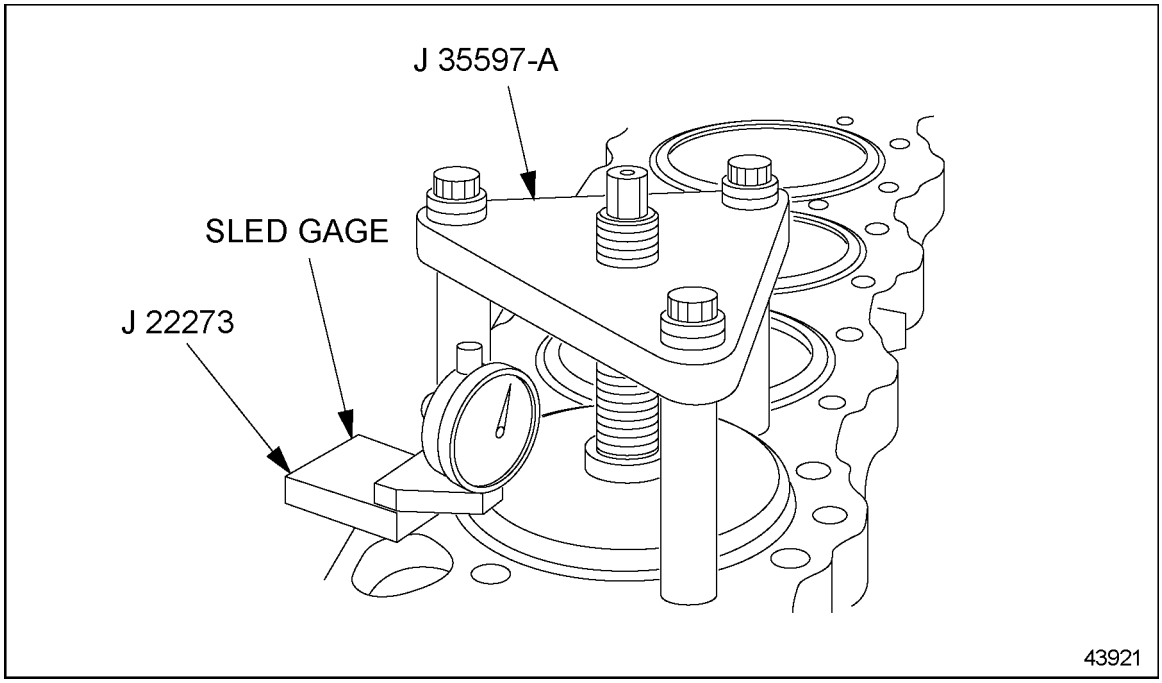

Figure 1-331 Cylinder Liner Installation Tools
5. Install J 35597-A, over the liner to be installed. See Figure 1-331.